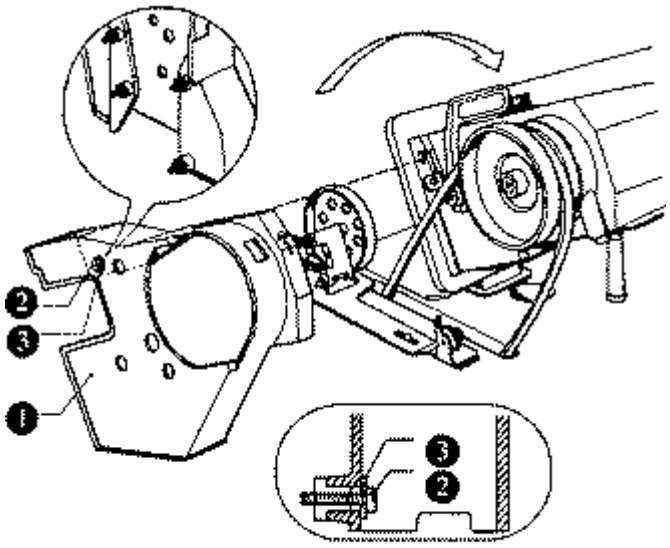

рис.12
7. **Установка кожуха клиноремённой передачи. (Рис. 12, 13, 14, 15)**